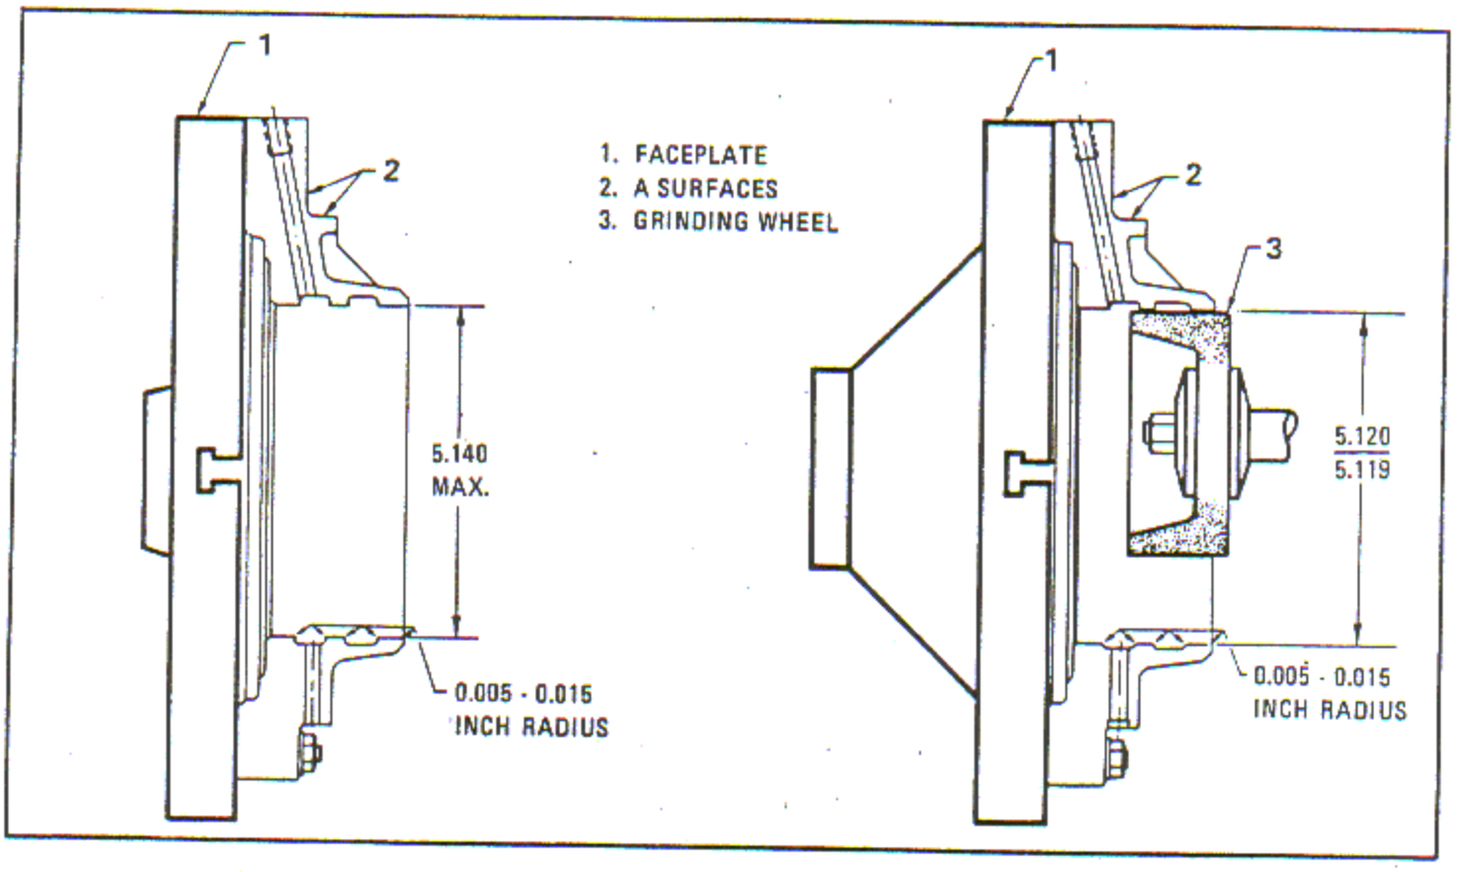

Figure 6-66. Machining and Grinding Stationary Reduction Gear Support
b. Mount the support on the faceplate (1, figure 6-66) of a suitable lathe. Indicate the shoulder OD and flange face, surfaces A, as shown, to run true within 0.001 inch full indicator reading.
c. Indicate the shoulder OD and the flange face, surfaces A as shown in figure 6-66, to run true within 0.001 inch full indicator reading; grind to the dimension as shown.